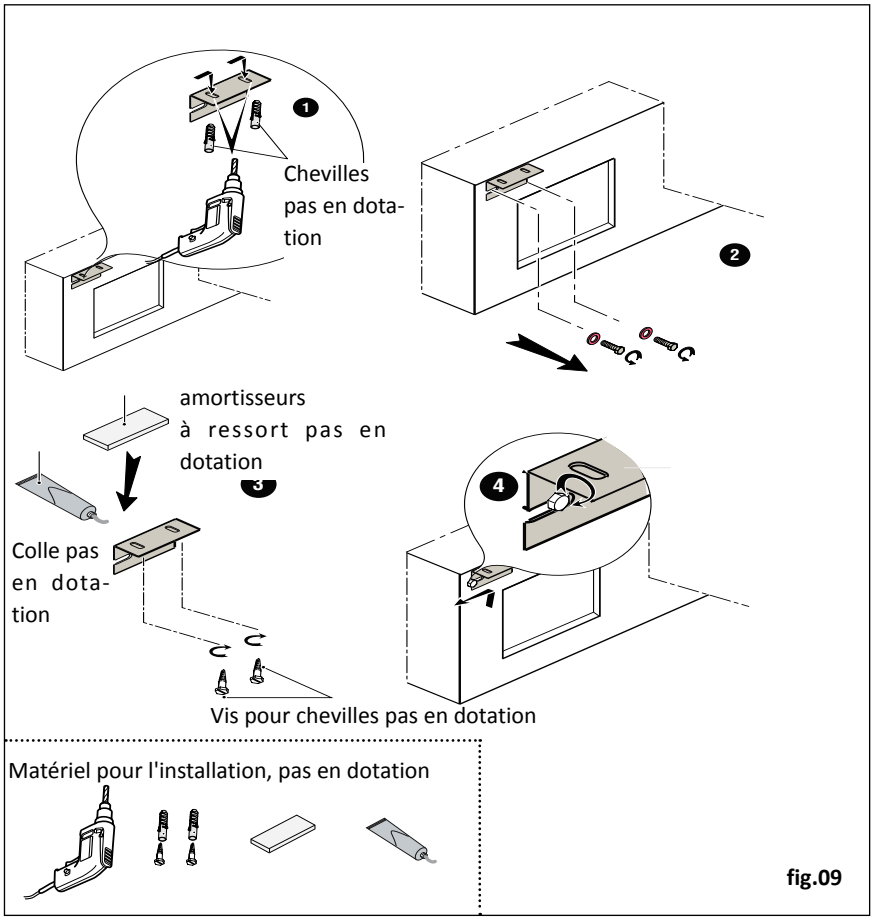

fig.09
- exécuter les trous sur le mur en correspondance des points indiqués dans les fig.09 (punto 1);